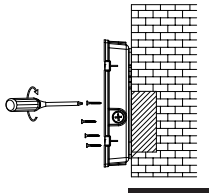

Fig: 5
5. Secure **Housing Back Plate** to surface or junction box *(supplied by others)* with **Screws** *(supplied by others)* as shown in **Fig. 5**.